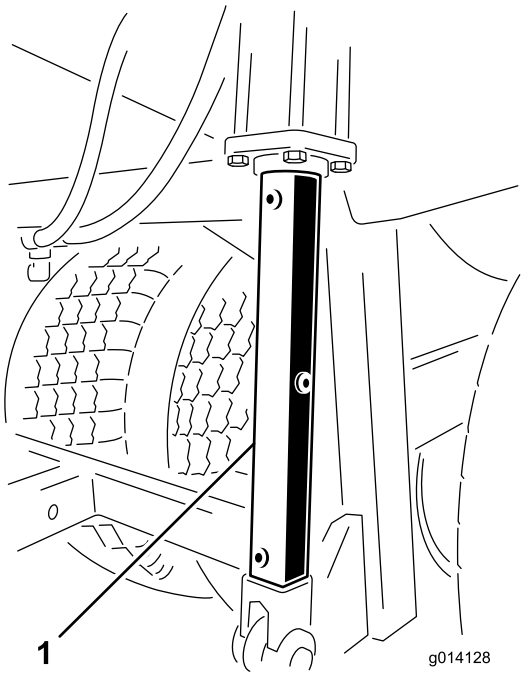

**Figur 41**
**Monter hydraulikcylinderens ophæng, før evt. vedligeholdelsesarbejde udføres på tragtbeholderen (Figur 41).**